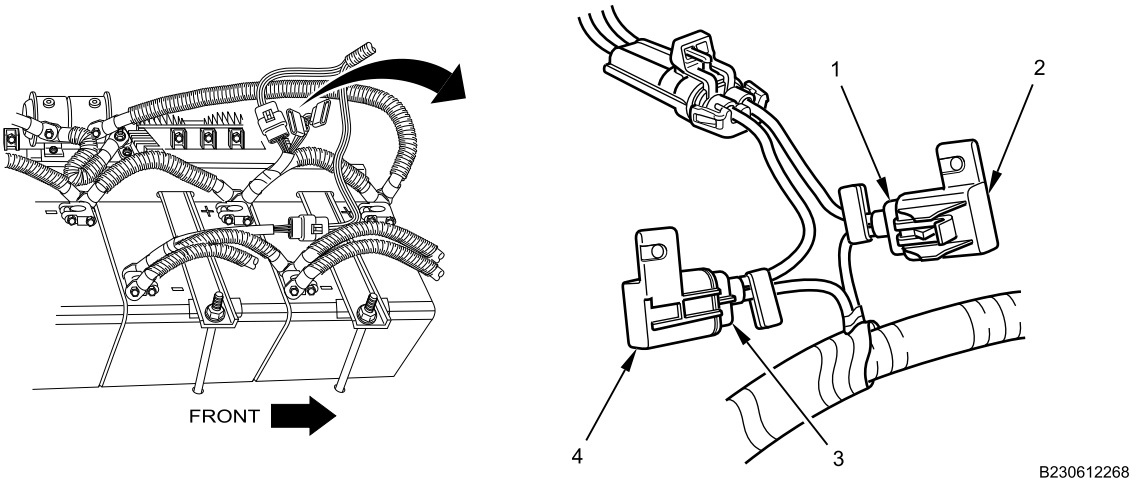

Figure 6. Fuse Caps.
3. Install fuse holder connector caps (Figure 6, Item 2 and 4) on fuse holder connectors (Figure 6, Item 1 and 3) as noted in removal.